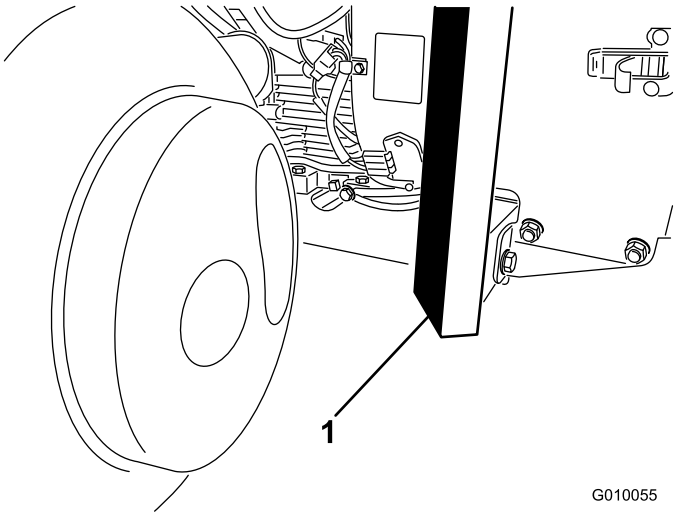

**Figur 40**
2. Placer donkraften forsvarligt under rammens forende (Figur 40).